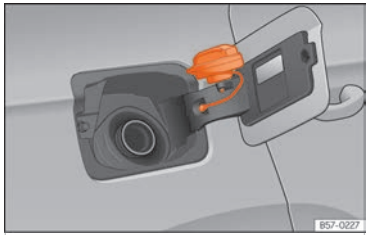

Fig. 186 Fuel tank flap with tank cap attached.
- Place it in the space on the hinge of the open flap ››› Fig. 186.